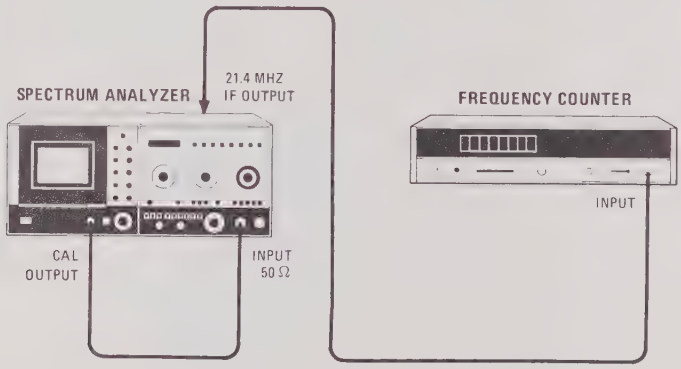

Figure 5-20. Bandwidth Filter Adjustment Test Setup
b. Reconnect power cord, set LINE switch ON, connect equipment as shown in Figure 5-20, and set 8565A controls as follows: